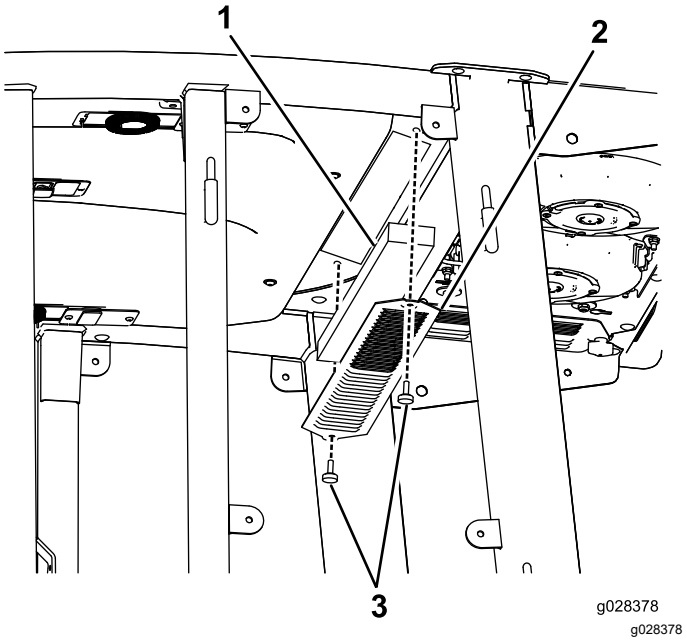
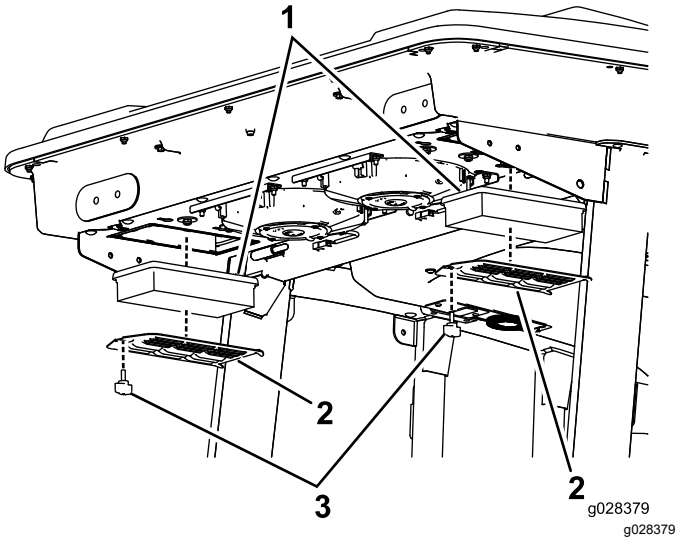

Figur 54
Figur 55
1. Ta bort de skruvar och galler som sitter över luftfiltren både i och bakom hytten (Figur 54 och Figur 55).